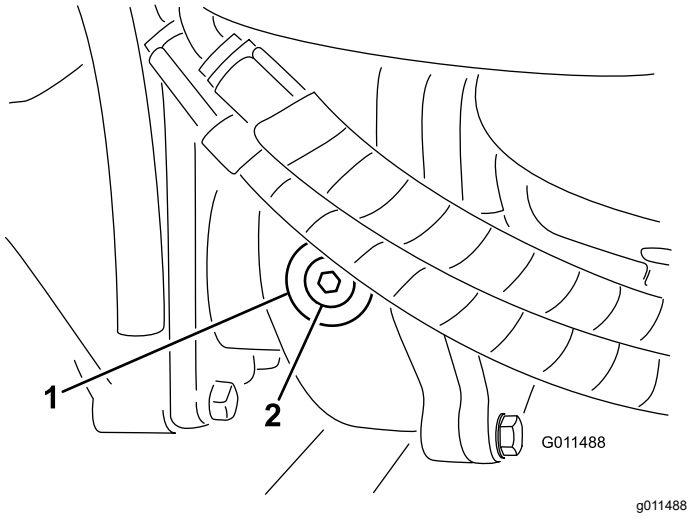

Figura 108
2. Retire o tampão de verificação/enchimento que se encontra na zona esquerda da caixa de velocidades (Figura 108) e certifique-se de que existe lubrificante até ao fundo do orifício. Se o nível estiver baixo, junte lubrificante suficiente para o nível subir até ao fundo do orifício.